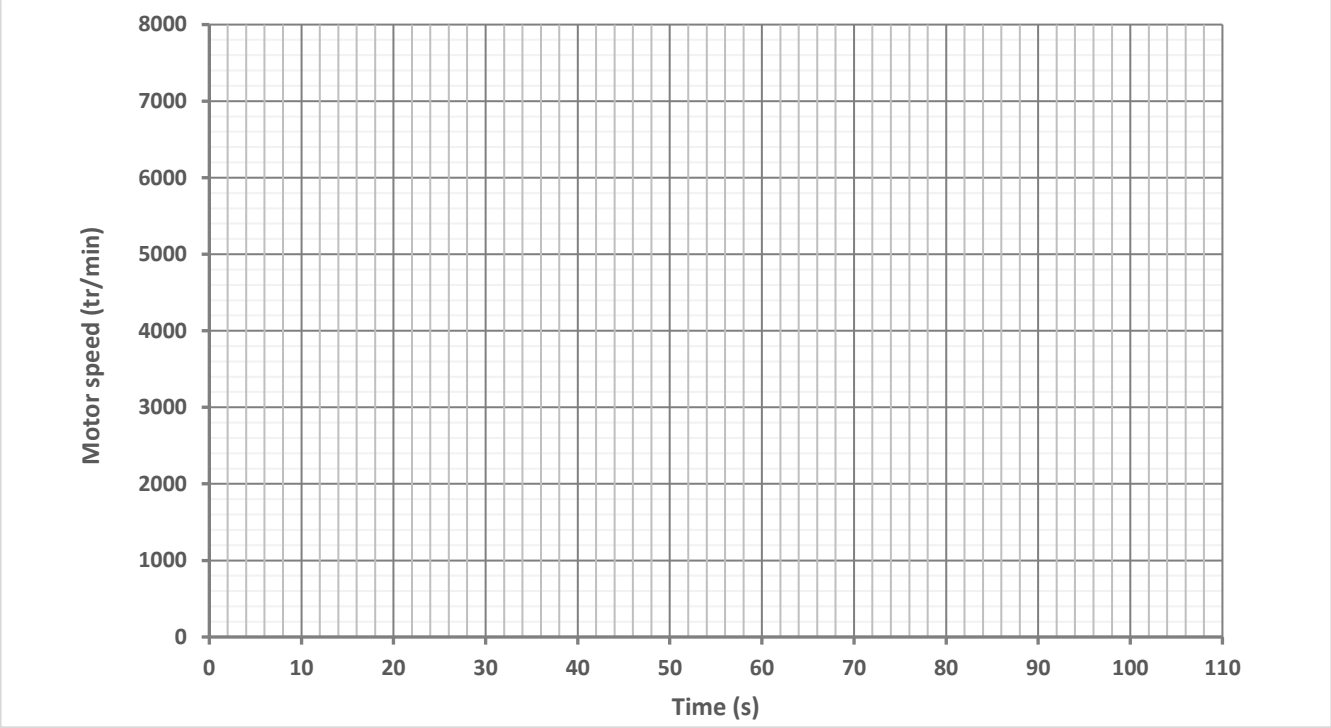

Figure 2 : vitesse du moteur
1.1 Calculer la vitesse maximale du moteur électrique et tracer sur le graphique de la Figure 2 la courbe de vitesse de rotation du moteur électrique en fonction du temps.